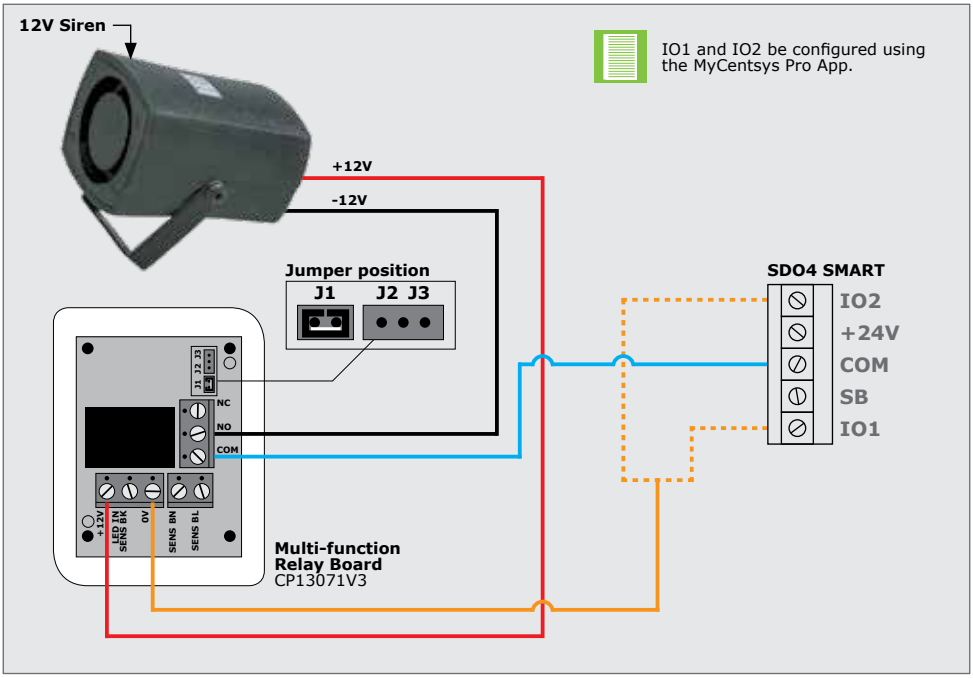

FIGURE 87. 12V SIREN
1. Scan the QR Code in Figure 87.